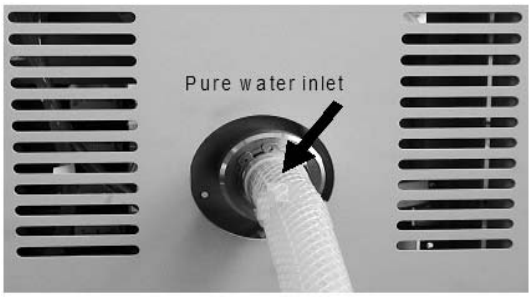

Figure 10-4-31
(3)Use gauze as a pad to hold the filter cap. Loosen the filter cap and pull it out as Figure 10-4-31 shows. Prepare a container to hold the water flowing out.